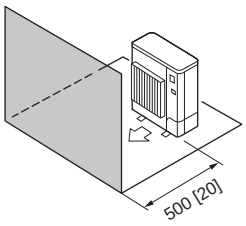

Fig. 2-9
4. Obstáculos solo en la parte delantera (Fig. 2-9)